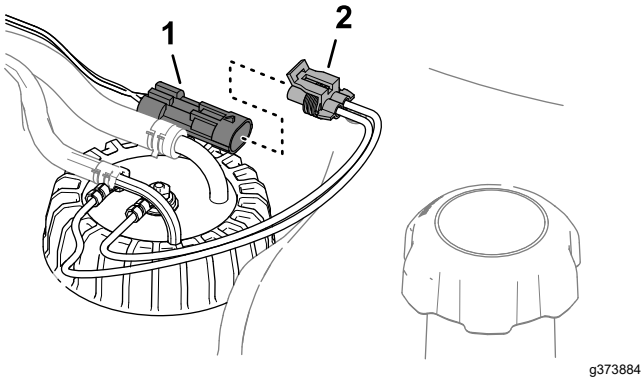

Figura 119
3. Îndepărtai conectorul cu 2 mufe al fasciculului de cabluri al transmiătorului pentru combustibil din conectorul cu 2 pini al fasciculului de cabluri al mainii (Figura 119).